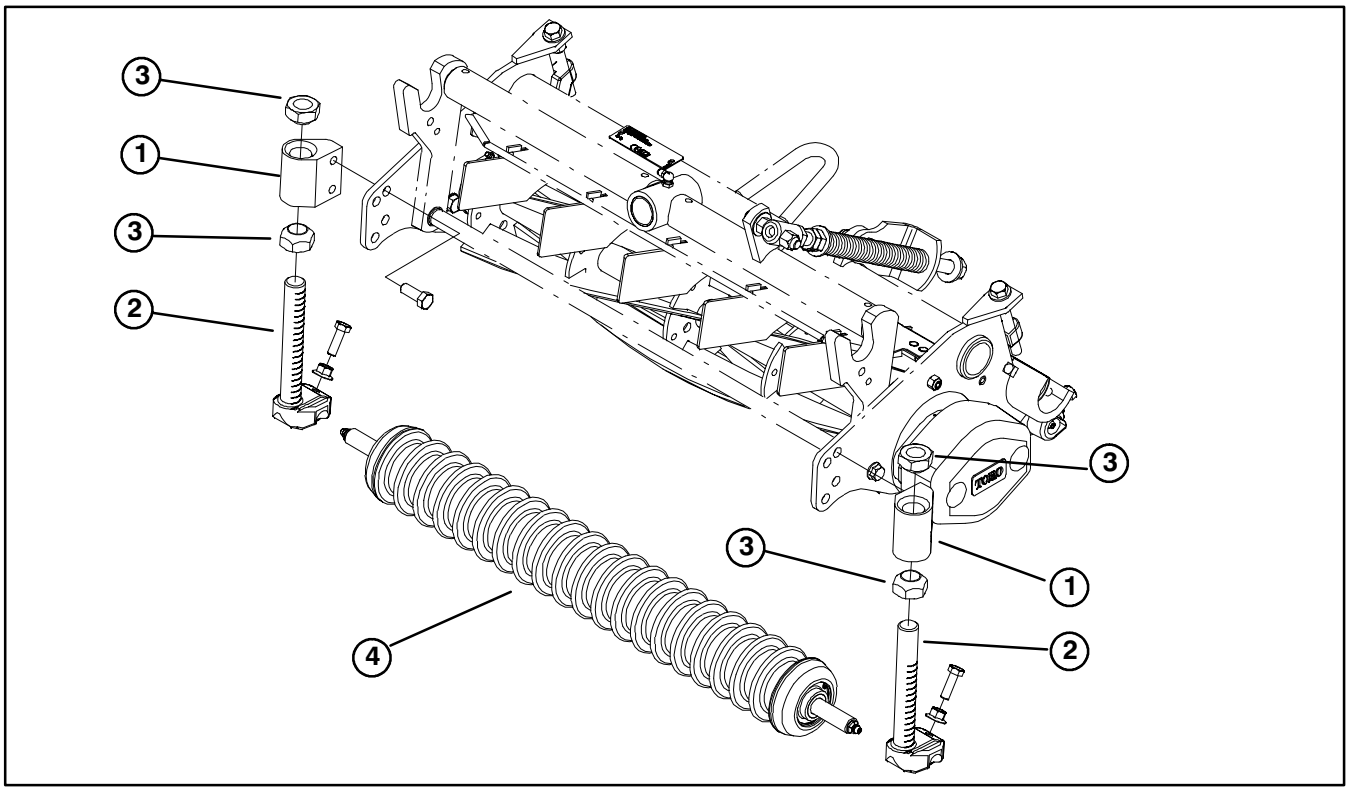

Figure 2
3. Mount a height of cut bracket to each cutting unit sideplate with (2) capscrews. Position brackets as shown in figure 2.
4. Thread a cone nut (flat side down) onto each support rod until there is about 1/2" from flat side of nut to lower end of threaded rod (Fig. 2).
5. Insert a rod support onto each end of roller (Fig. 2).
6. Insert rod supports into height of cut brackets and loosely secure each with cone nut (flat side up). Position rod supports as shown in figure 2.